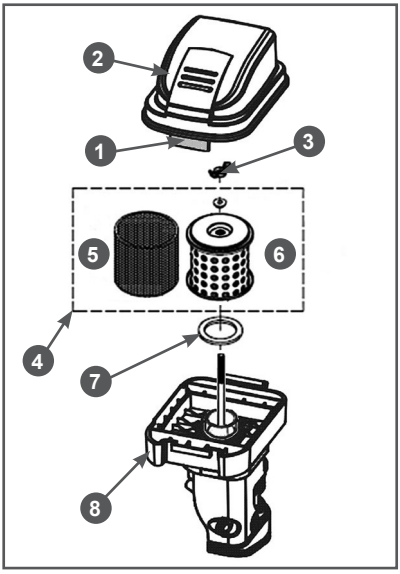

Рис. 21 Обслуживание воздушного фильтра
1. Отогните фиксаторы 1 крышки воздушного фильтра и снимите крышку 2 воздушного фильтра (Рис. 21).
2. Открутите барашковую гайку 3 и снимите воздушный фильтр 4 (Рис. 21).
3. Проверьте целостность и чистоту фильтрующих элементов. Предварительный (поролоновый) фильтрующий элемент 5 установлен на корпусе основного (бумажного) фильтрующего элемента 6 (Рис. 21).
Основной (бумажный) фильтрующий элемент 6 (Рис. 21) не подлежит очистке, необходима его замена. Не продувайте бумажный фильтрующий элемент сжатым воздухом, не промывайте его в бензине и других растворителях.
5. Произведите очистку крышки 2 и корпуса 8 воздушного фильтра (Рис. 21), не допуская попадания пыли и грязи в воздуховод, ведущий к карбюратору.
7. Перед установкой воздушного фильтра убедитесь, что уплотнительное кольцо 7 воздушного фильтра находится на месте и не имеет повреждений (Рис. 21).